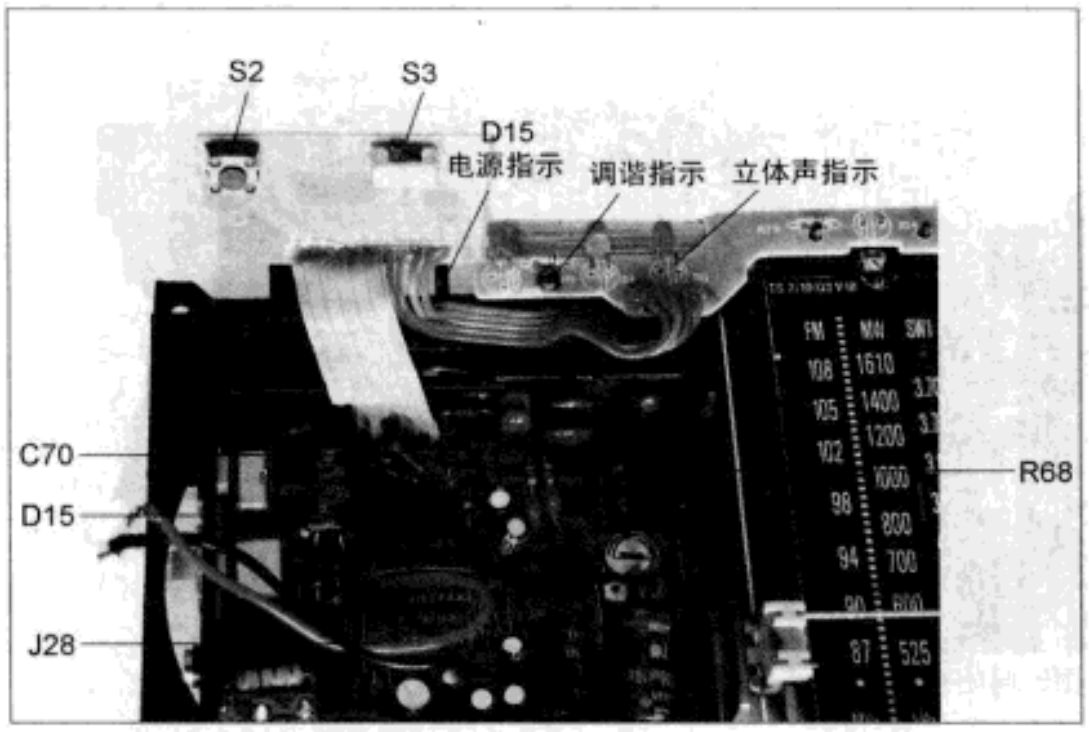

图5 将要进行拆装的元件
2. 拧下照明开关板的两颗小螺丝，拆下照明开关板，此时能看到将要进行拆装的元件，如图5所示。